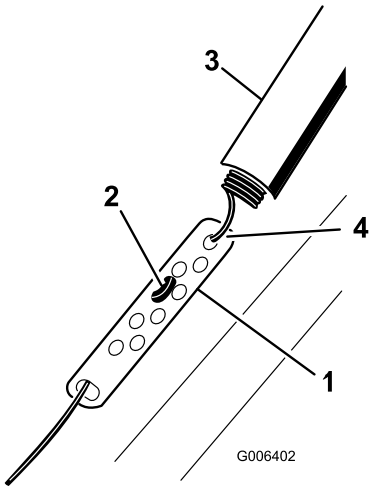

Figura 9
1. Fate scorrere verso l'alto la protezione della molla e sganciate la molla dal dispositivo di regolazione (Figura 9).
2. Spostate il raccordo a Z su un foro superiore o inferiore del dispositivo di regolazione, al fine di ottenere una distanza compresa tra 2 e 3 mm tra la barra di comando e la stegola (Figura 9).